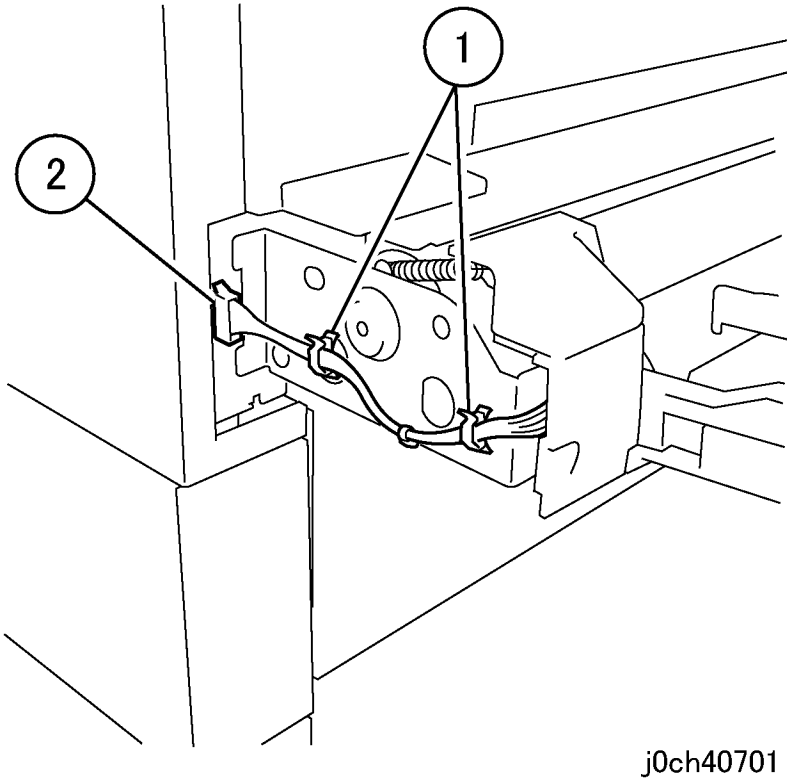

Рисунок 2 Отсоединение разъема (j0ch40701)
2. Отсоедините разъем (рисунок 2).